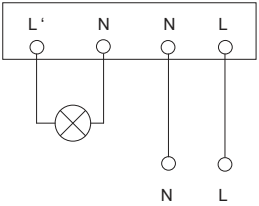

Рисунок 17 – Схема подключения датчика ДД 026
– присоединить сетевой провод и провода от нагрузки к винтовым контактам клеммной колодки в соответствии со схемой, приведённой на рисунке 16 (ДД 025 и ДД 027), рисунок 17 (ДД 026);